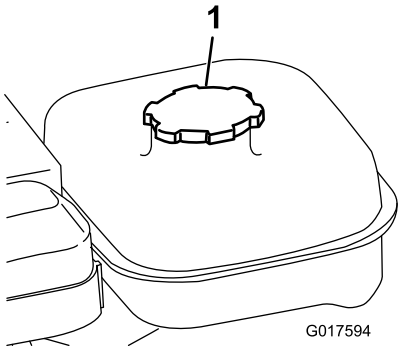

Figur 17
1. Rengör omkring tanklocket och avlägsna locket från tanken (Figur 17).